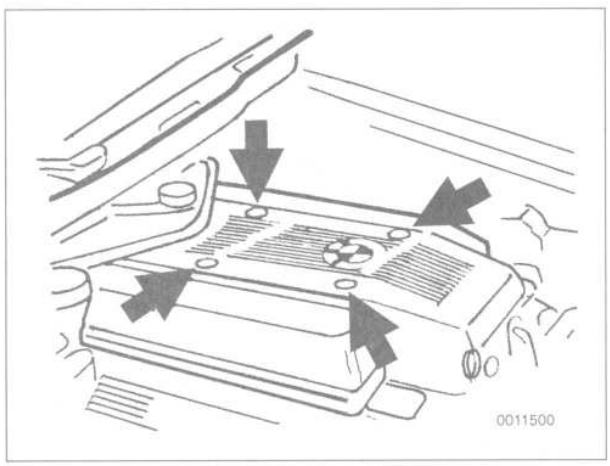

Fig. 11. Remove top engine cover by prying out plugs (**arrows**) and removing nuts from beneath plugs. Removal of plastic covers from cylinder head is similar.
- Pry out plugs from covers. Remove nuts and bolts from beneath plugs. Lift off covers, removing center cover first. See Fig. 11.